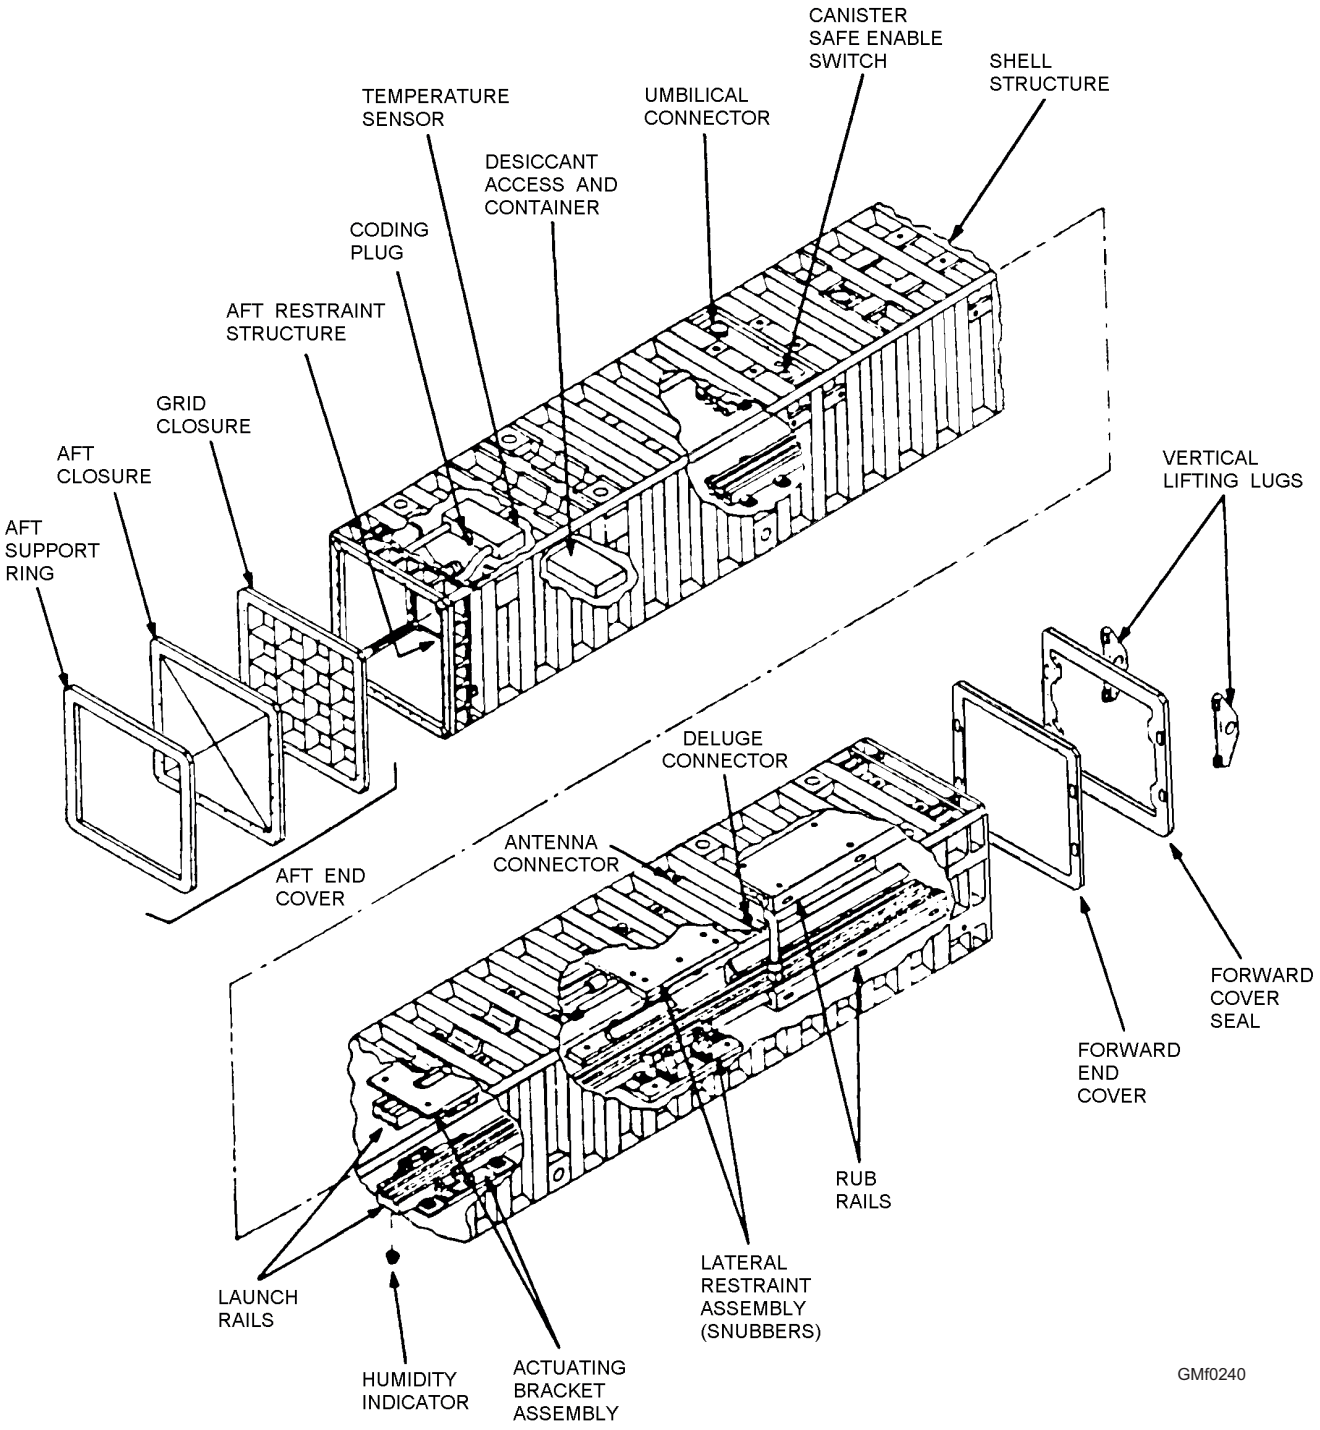

**Figure 2-40.—Mk 15 Mod 0 canister.**
**MK 15 MOD 0 VLS CANISTER**.—The Mk 15 Mod 0 canister houses the Anti-Submarine Rocket (ASROC) missile (fig. 2-40). The canister internal and external components are the same as the Mk 13 Mod 0.